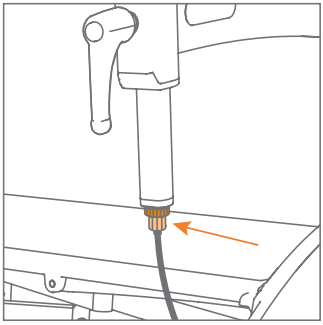

Figure 57: Détail du réglage du frein via le boulon de réglage en haut, juste en dessous du boulon de protection.
b. Dévissez le boulon de protection en haut. Tirez le câble vers le bas pour le rendre plus facile. Cela vous permet d'avoir de la place directement en dessous pour plus visser ou pour dévisser le boulon de réglage **(Figure 57)**.
Le Rollz Motion a des pneus solides faits de mousse EVA et PU, mais le Rollz Motion Performance a quatre pneumatiques. Ces pneumatiques sont maintenus à une pression adéquate en les vérifiant régulièrement et en les gonflant si nécessaire **(Figure 57)**. Les chambres à air sont équipées d'une valve pour cyclomoteur ou voiture.